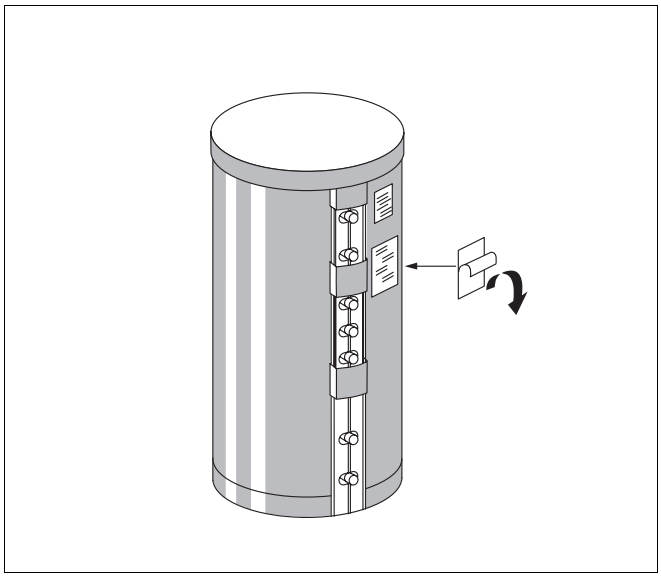

Fig. 9 Aplicarea plăcuței de identificare
- Se îndepărtează folia protectoare de pe partea posterioară a plăcuței de identificare şi aceasta se lipeşte sub plăcuța mai mică, deja existentă (fig. 9).